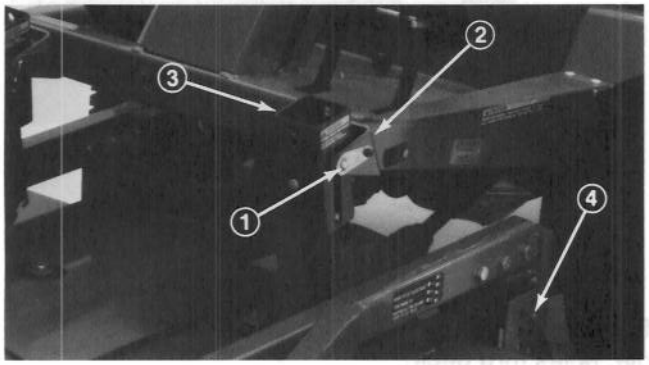

Figure 1
2. Disconnect counterbalance from traction unit, remove lock pins from brackets, separate spring tension assembly from bracket. Loosely secure lock pins to bracket to prevent loosing them (Fig. 1). Remove shoulder bolt and locknut securing spring bracket to deck bracket. Retain parts for reassembly later.